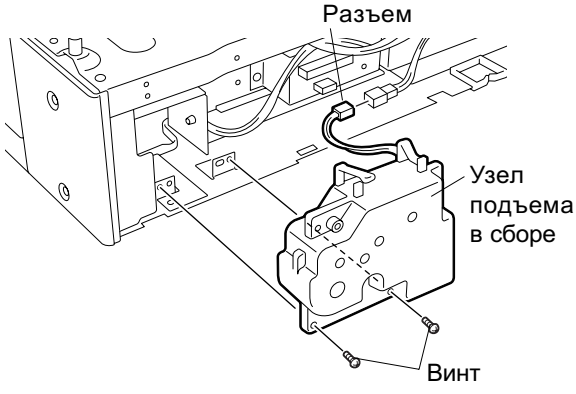

Fig. 6-16
3. Снимите узел подъема в сборе (см Fig. 6-16)